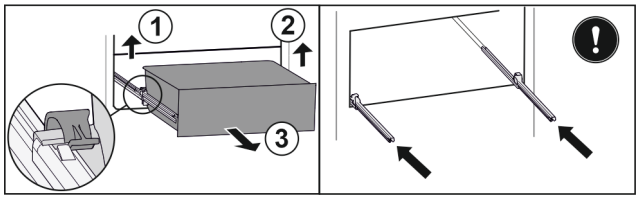

Fig. 140
▶ Ridicați clema din stânga și trageți concomitent sertarul din stânga spre înainte. *Fig. 140 (1)*
▶ Ridicați clema din dreapta și trageți concomitent sertarul din dreapta spre înainte. *Fig. 140 (2)*
▶ Extrageți sertarul spre înainte. *Fig. 140 (3)*